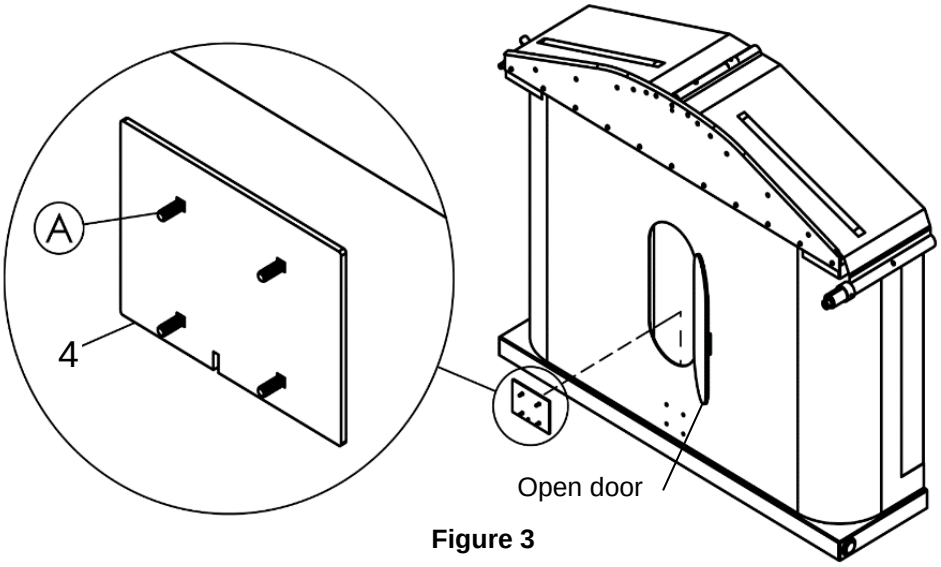

Figure 3
5. **Figure 3.** Insert the anchoring plate (4) and the four bolts (A) into the cylinder cage. Align the bolts with the holes drilled in the previous step.